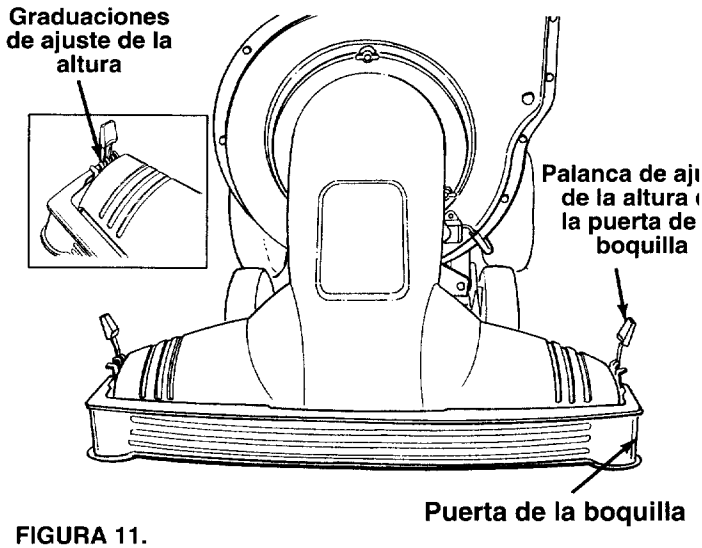

FIGURA 11.
B. Su unidad astilladora-aspiradora tiene una palanca de ajuste de la altura de la puerta de la boquilla, con tres posiciones a cada lado de la puerta de la boquilla. Vea la figura 11 para su ubicación real. La altura de la puerta de la boquilla debe ajustarse de acuerdo con las condiciones.